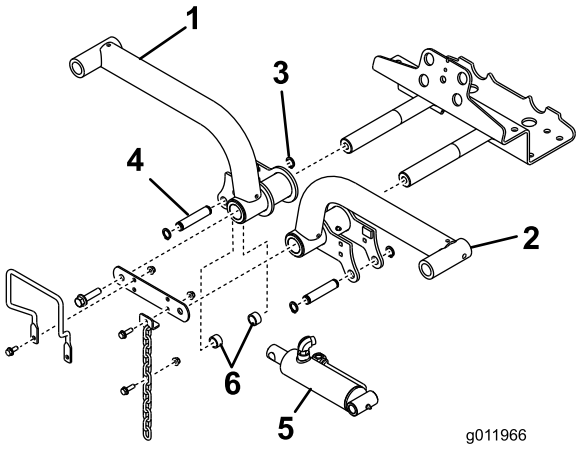

**Figur 15**
4. Sett løftearmene på løftearmsvingakslene (Figur 15), og fest hver enkelt med et svingakselledd for løftearm og boltene som du fjernet tidligere.
6. Fest høyre ende av løftesylinderen til høyre løftearm med en pinne og to avstandsstykker (Figur 15). Fest den med en låsering.